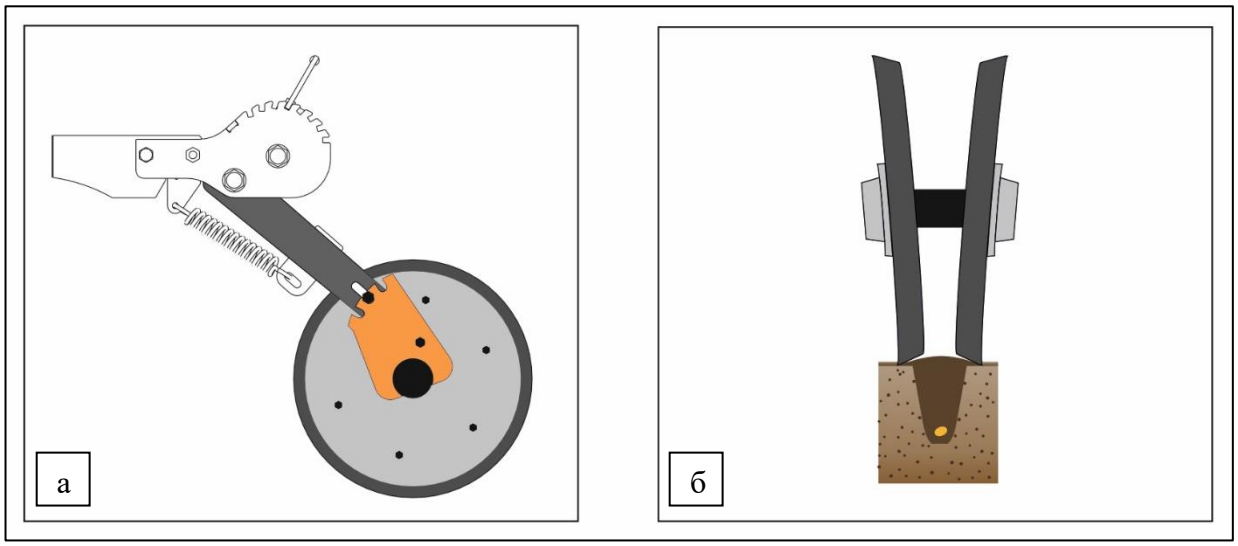

Рисунок 31 – Укрывающие колёса во втором положении (вид в разрезе):
Второе положение (рекомендуемое) – паз (2) кронштейна колёс. В таком положении укрывающие колёса укрывают борозду и прикатывают почву, рис. 31.